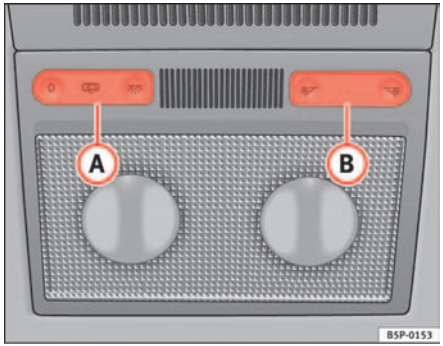

Fig. 78 Detail of the roof: Front reading light
The switch (A) ⇒ fig. 78 is used to select the following positions:
Push the switch to the position O ⇒ fig. 78.